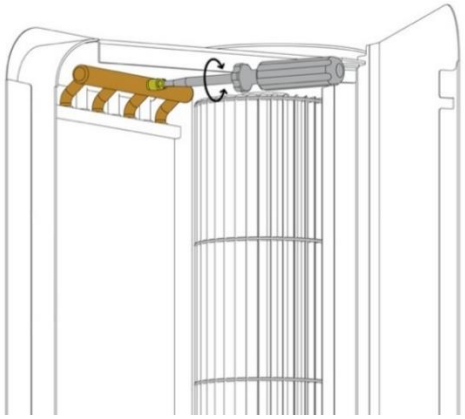

РИС. 17.2 ВСТРОЕННЫЙ КЛАПАН.
1. Рекомендуется использовать воздухоотвотчики в самой высокой точке установки. Для вертикальной установки устройства, вентиляция должна осуществляться с помощью встроенного клапана (рис.17.2), при этом защищая другие элементы устройства от затопления.